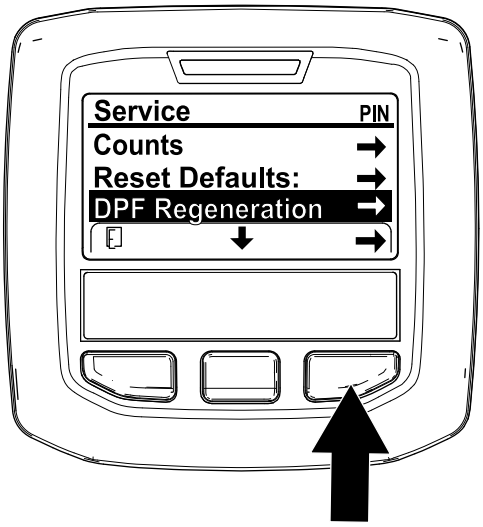

Figuur 53
1. Ga naar het onderhoudsmenu en druk op de middelste knop om naar de optie DPF REGENERATION te gaan (Figuur 53).
2. Druk op de rechterknop om de optie DPF Regeneration te selecteren (Figuur 53).